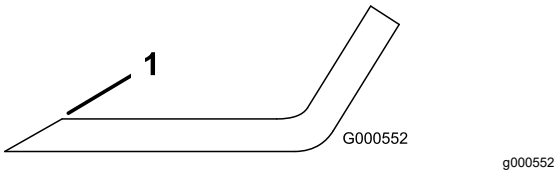

Figur 34
1. Anvend en fil til at slibe begge ender af skærekniven (Figur 34).
Bemærk: Hvis kniven ikke er afbalanceret, skal der slibes lidt mere metal af sejlområdet (Figur 34).